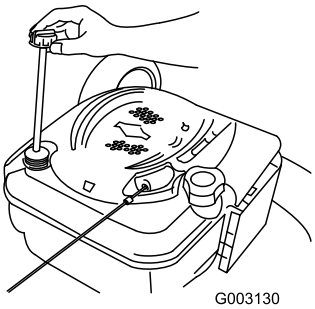

Figur 35
2. Fjern peilestaven (Figur 35).